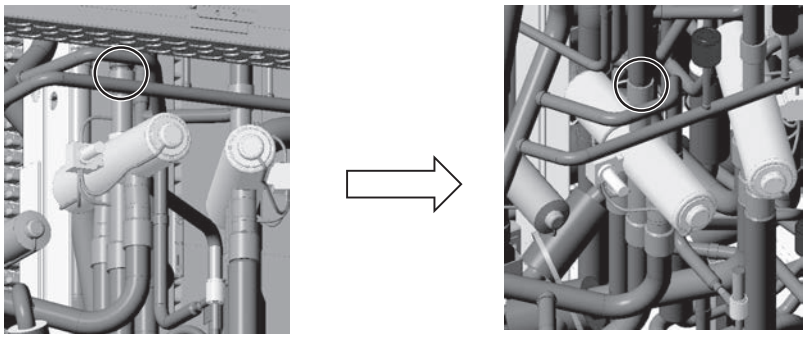

Figure 6
(5) Remove the braze from the area above four-way valve (21S4a). (See Figure 6.)